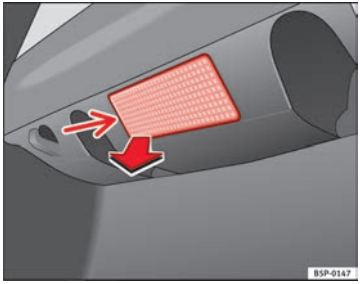

Fig. 186 Luggage compartment light
– Extract the tulip shaped fitting by pressing on the inside edge of this -arrow- using the flat side of a screwdriver ⇒ Fig. 186.